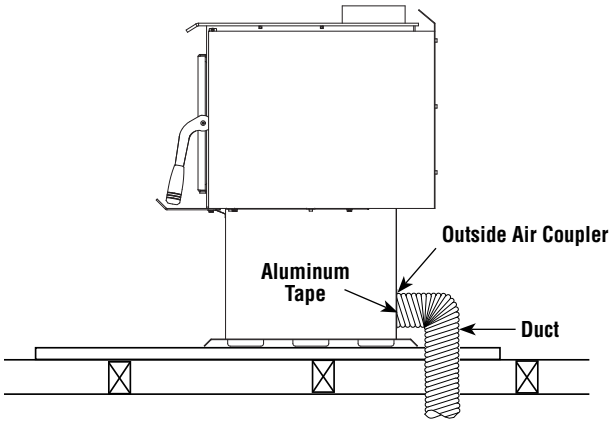

***Figure 12A - Outside Air Connection, Through the Floor***
- Attach the duct to the coupler on stove *(see **Figures 12A and 12B**)*. Using the aluminium tape provided, wrap the tape around the joint between the flexible duct and the air inlet.